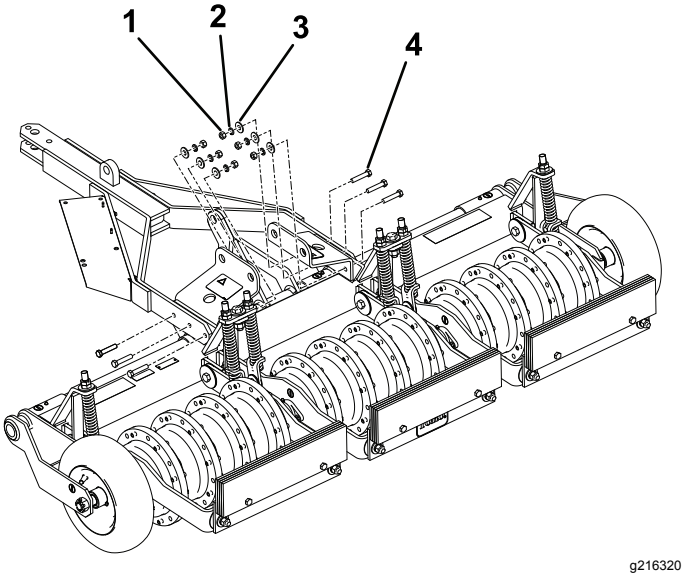

Рисунок 7
4. Прикрепите узел дышла и кронштейны с помощью крепежных деталей, как показано на Рисунок 7, и затяните гайки с моментом от 54 до 74 Н·м.